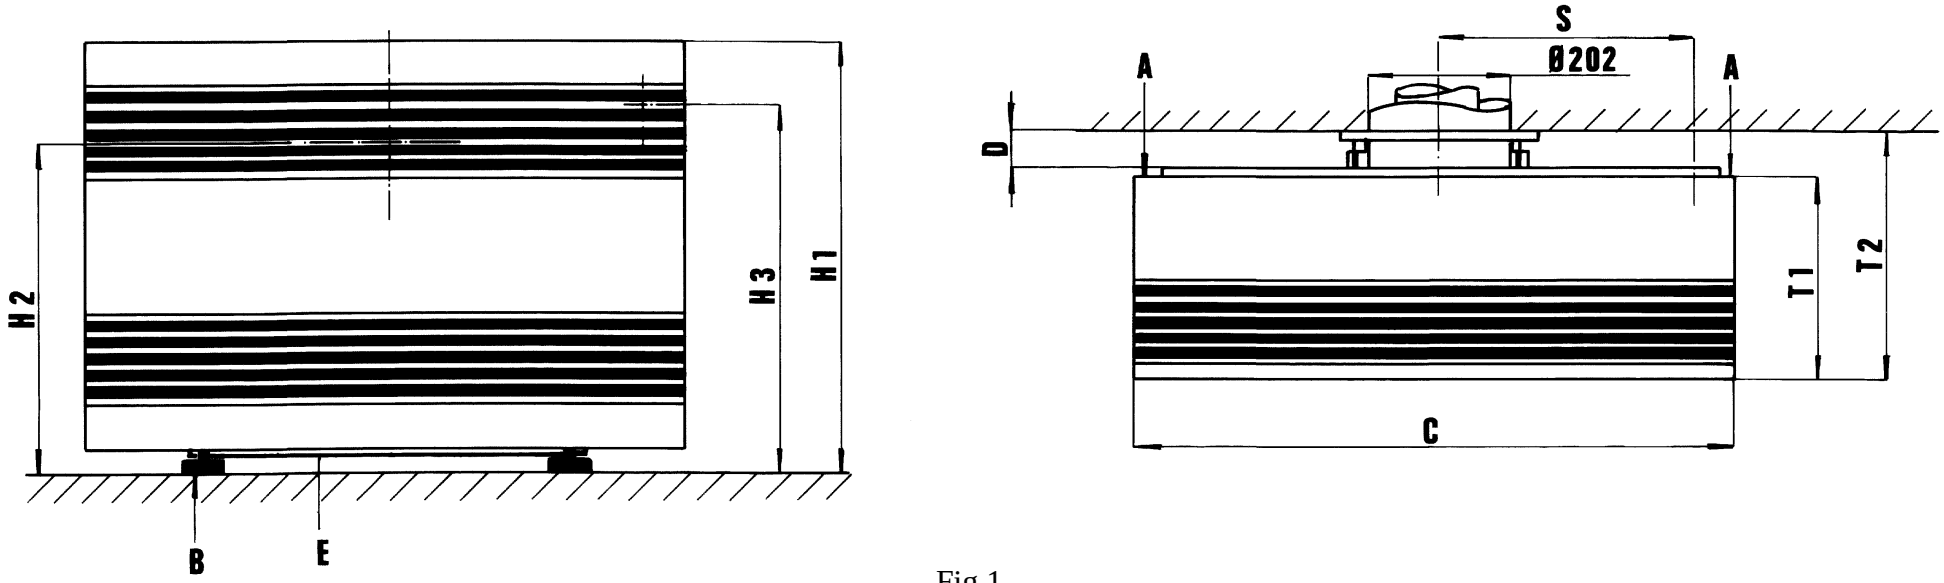

Fig.1
Nach dem Entfernen der Verpackung muss der Mantel zur Vermeidung von Beschädigung während der Montage des Radiators entfernt werden. Dazu müssen zuerst die gewindeschneidenden Schrauben (Siehe Fig. 1) entfernt werden. Drehen Sie das Gerät um und entfernen Sie die zwei Bolzen aus dem Hölzernen Rahmen. Kontrollieren Sie, ob die Grundplatte (E) zwischen den Stützplatten des Radiotors angebracht ist und schrauben Sie die 4 Stellfüsse B in den Stützplatten. Mittels dieser Füsse kann der Gasherd horizontal aufgestellt werden.